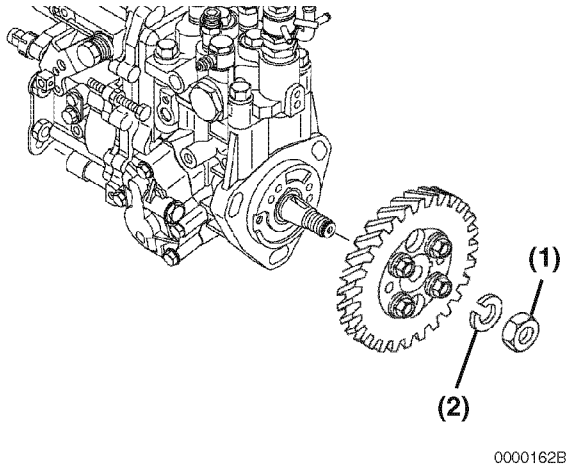

Figure 7-18
21. Once the fuel injection pump drive gear and hub assembly has “popped” loose from the tapered fuel injection pump drive shaft, carefully remove the drive gear nut **(Figure 7-18, (1))** and lock washer **(Figure 7-18, (2))**.